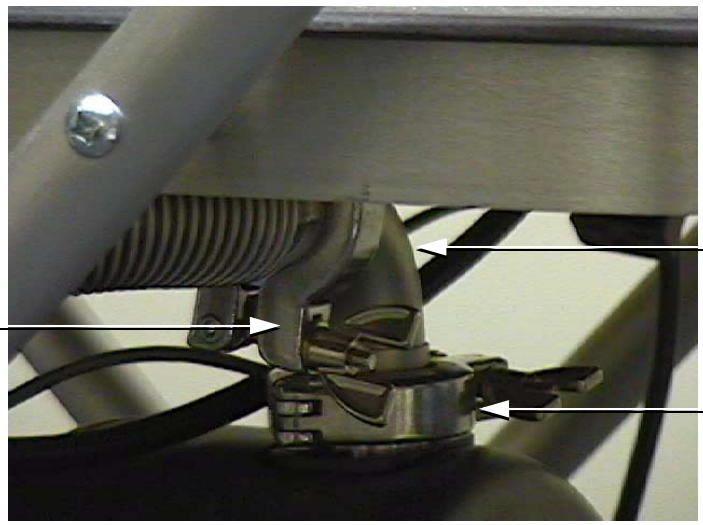

Figure 8-10 Connections at the Top of the Mechanical Pump
3. Loosen the wing nut on the lower NW-25 clamp that connects the pump to the manifold (Figure 8-10).
6. To move the manifold out of the way, loosen the wing nut on the upper NW-25 clamp (Figure 8-10) that connects the manifold to the flexible pipe.